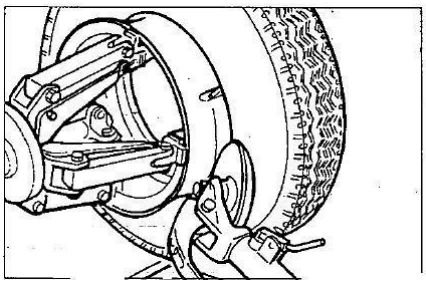

Рис. 7.18
9) Поворачивайте шпиндель и одновременно перемещайте отбойный диск борта к шине вперед вдоль контура обода разъемного кольца до тех пор, пока второй борт не будет отсоединен. (NB: используйте смазочные материалы во время данной операции). Продолжайте перемещать вперед диск до тех пор, пока половина шины не будет демонтирована с обода (см. рис. 7.18).